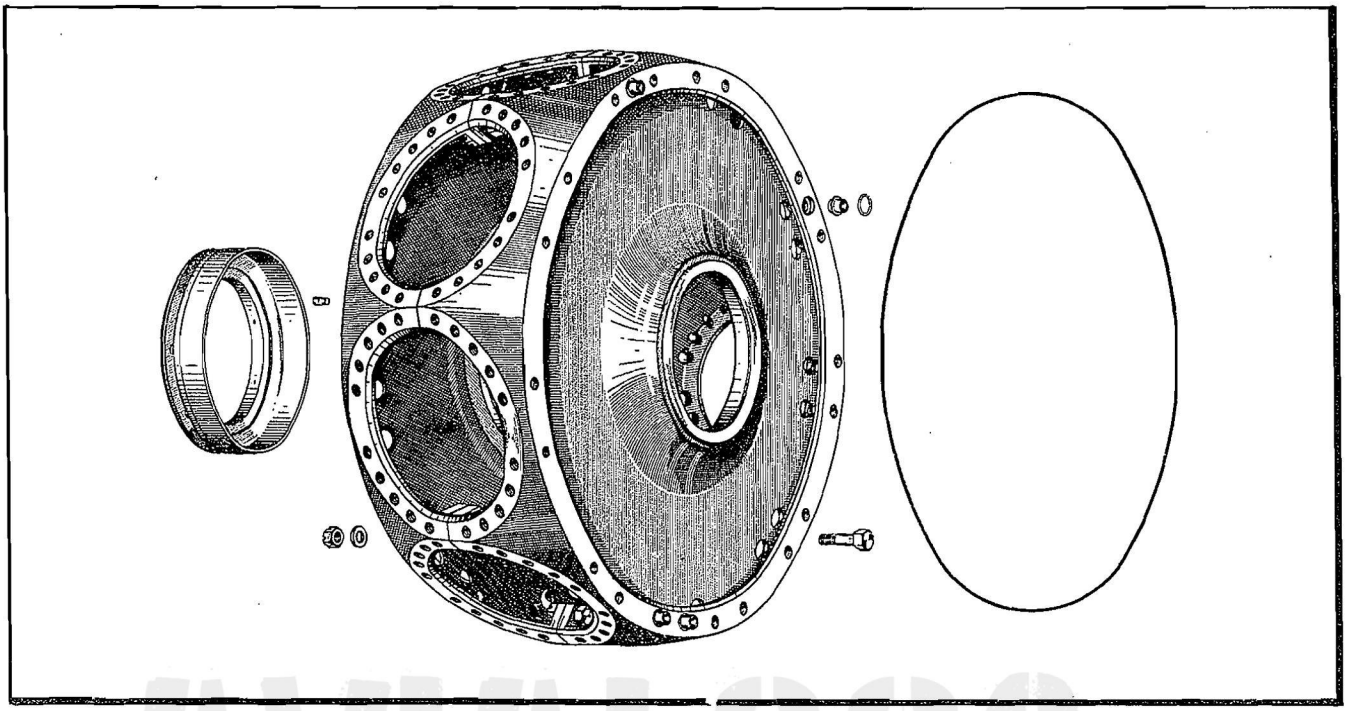

Figure 12—Crankcase Main Section
c. The main section of the crankcase consists of two alloy steel forgings which are parted at the cylinder center line and attached by short steel bolts through internal lugs. Refer to Figure 12. The forward wall of the crankcase front main section is provided with a hub extended at the center of the diaphragm to receive the cam bearing and cam. The bronze cam bearing is shrunk on the outside circumference of this hub. The front and rear roller bearings are assembled in steel bearing retainer rings which are shrunk into the diaphragms of the main section. A wide rubber oil seal ring is used between the front main section and the crankcase front section to form an oil tight joint. A narrow oil seal ring is used between the crankcase rear main section and the supercharger front housing.